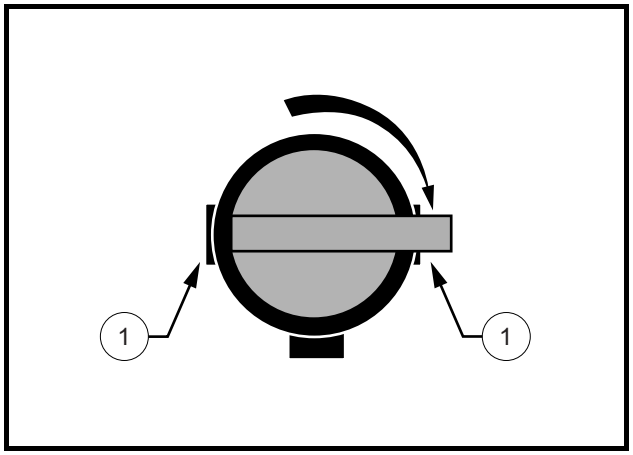

Figure 15 Fuel Shut-off Valve – Closed Position
- **Gasoline vehicles only: Turn the fuel shut-off valve to the closed (OFF) position (Figure 15, Page 28).**
- **Turn the fuel shut-off valve to the closed (OFF) position (Figure 15).**
- 2.1. Place the Forward/Reverse handle in the NEUTRAL position and the neutral lockout cam in the MAINTENANCE position. Turn the fuel shut-off valve to the closed (OFF) position **(Figure 15)** and run the engine until fuel remaining in the carburetor and fuel lines is depleted and the engine stalls. Return the neutral lockout cam to the OPERATE position.
- **Turn the fuel shut-off valve to the closed (OFF) position (Figure 15, Page 28).**